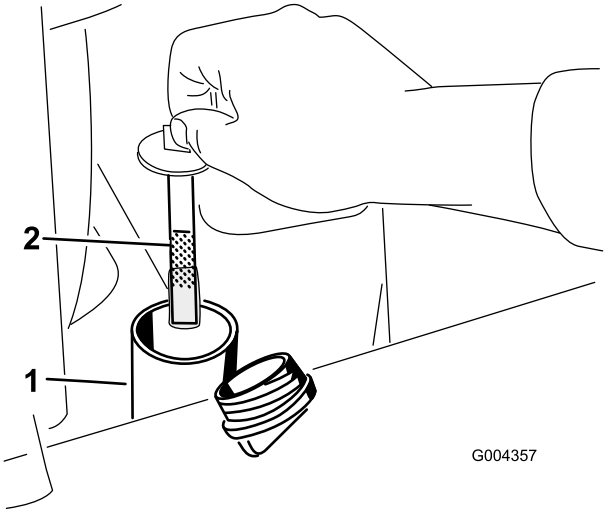

**Figur 57**
5. Ta bort hydraultanklocket och oljestickan (Figur 57).